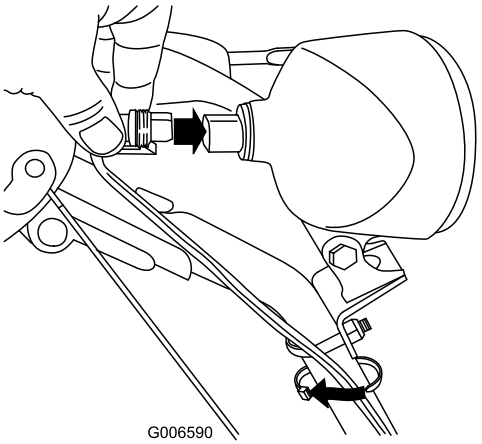

Figur 60
6. Skjut in kabelkontakten rakt in i strålkastarens baksida tills den sitter fast ordentligt (Figur 60).